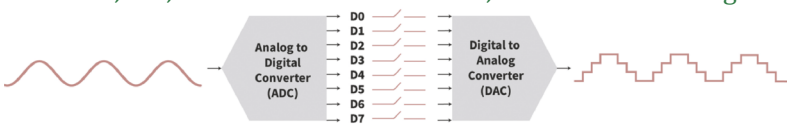

**FIGURE 9.29** Functional diagram of the ADC/DAC demonstrator board.
This course provides for you a custom-made platform for experimenting with ADC and DAC concepts. Figures 9.29 and 9.30 show the functional and physical layouts of the board, respectively. We call the board the 'demonstrator.' The demonstrator has the following features:
3. An 8-bit DAC that allows conversion of the sampled signal back to analog form. Note that just as drawn in Figure 9.29, the output of the ADC is fed directly into the DAC. This is for demonstration purposes only. In reality, there would be some kind of data storage and digital processing that would happen before the digital file was converted back to analog. Here, it is convenient to simply feed it directly back to the DAC.
8. An output port for taking the output from the DAC to a reconstruction filter, which in this case is the graphic equalizer (EQ).